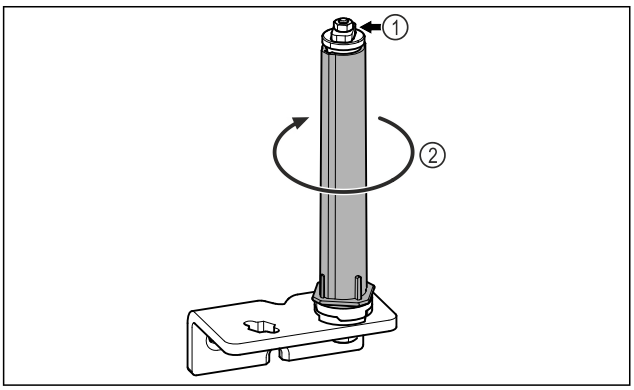

Fig. 14
▶ Nu dezasamblați sistemul de închidere al ușii *Fig. 14 (1)*.
▶ Rotiți *Fig. 14 (2)* sistemul de închidere, până când face clic.